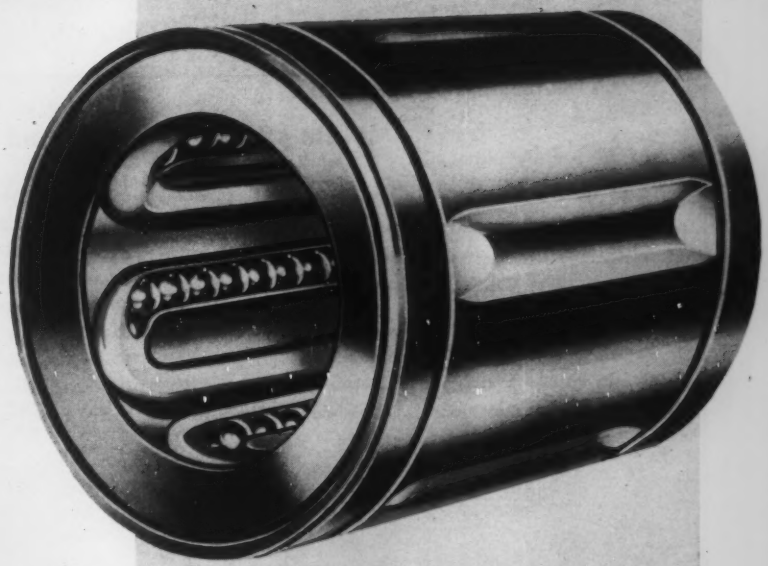

Fig. 2—Methods of mounting linear ball bushings.
Mounting Arrangements: A ball bushing installation should be designed: (1) to prevent rotation of the shaft, and (2) to insure parallelism of shafts on which an assembly rides. Typical mounting arrangements are shown in Fig. 2.